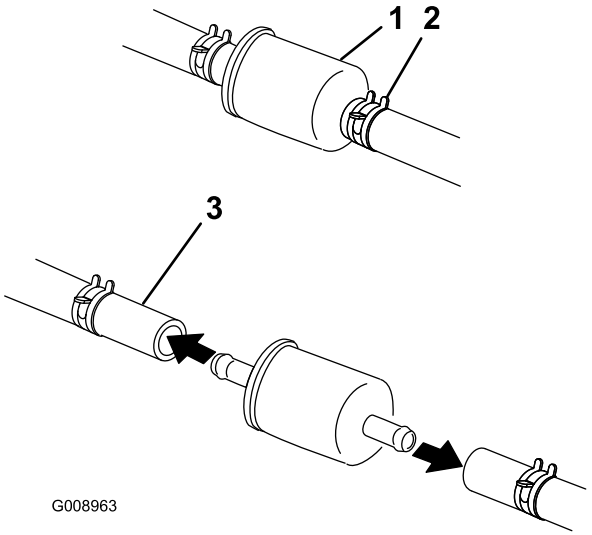

Bild 45
3. Lassen Sie die Maschine abkühlen (Bild 45).
4. Drücken Sie die Enden der Schlauchklemmen zusammen und schieben Sie sie vom Filter weg (Bild 45).
6. Setzen Sie einen neuen Filter ein und schieben Sie die Schlauchklemmen an den Filter heran (Bild 45).